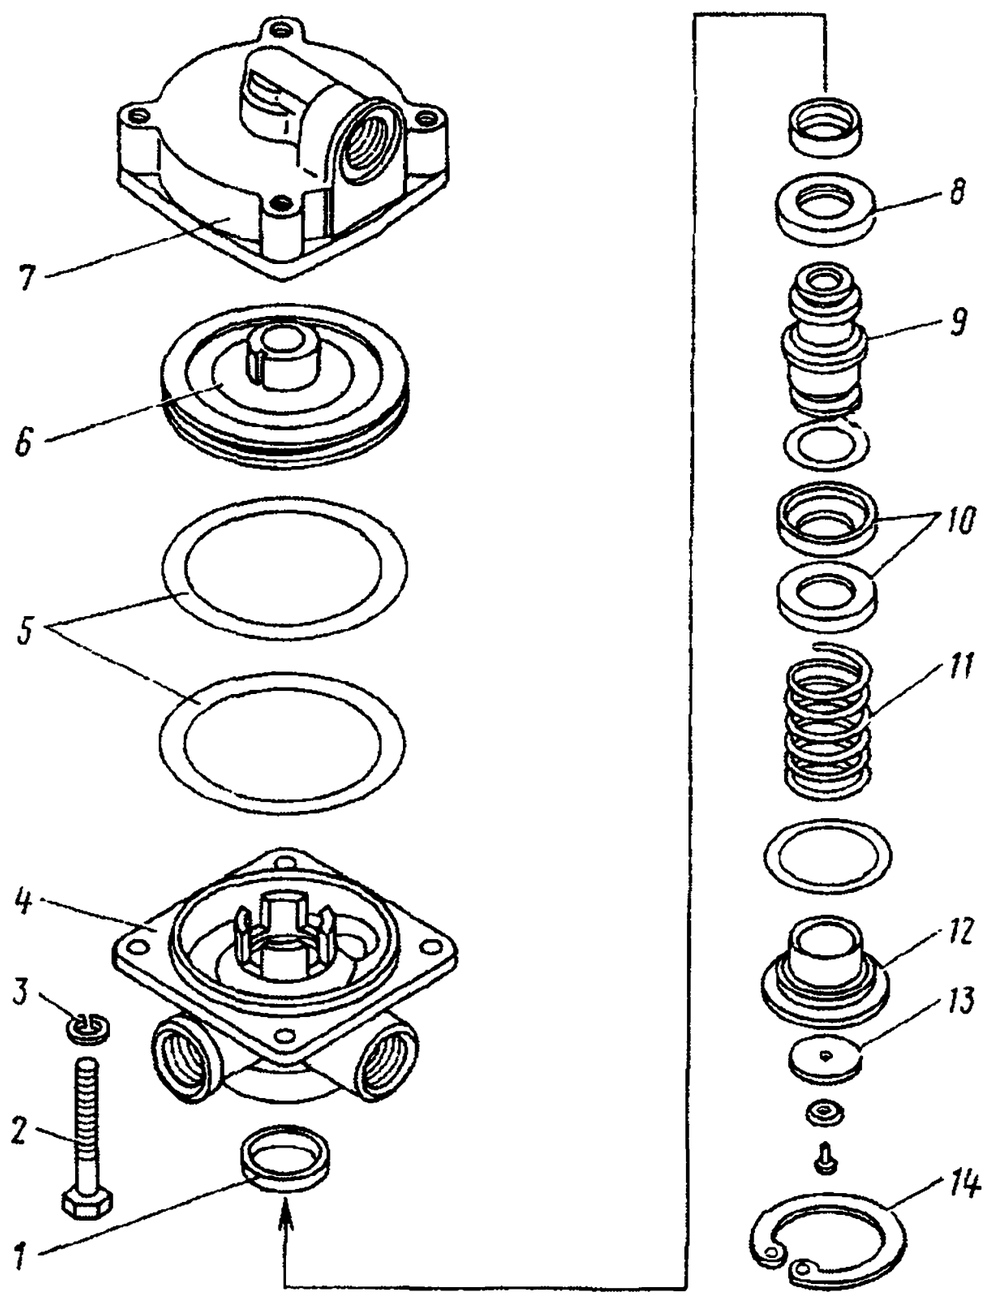

Рис. 313. Клапан ускорительный:
2. Выверните болты *2* (рис. 313) с шайбами *3* крепления верхнего корпуса *7* с нижним корпусом *4*, снимите верхний корпус с тисков	Торцовый ключ 13 мм